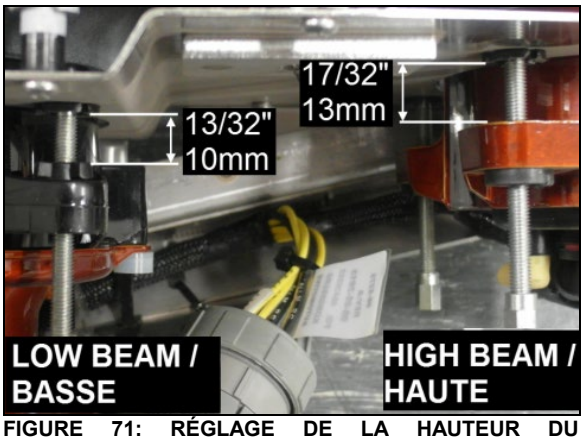

FIGURE 71: RÉGLAGE DE LA HAUTEUR DU PROJECTEUR
9. Régler la hauteur du projecteur par rapport à la plaque de montage à chacune des tiges filetées. Visser les tiges filetées jusqu'à ce que le projecteur soit à 10mm ou 13mm selon le cas de la plaque tel que montré à la Figure 71.